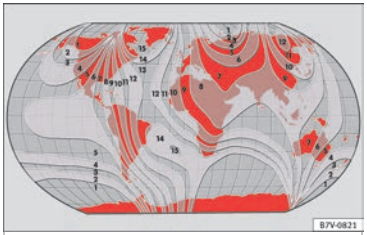

Fig. 35 Magnetic zones
- Select the magnetic zone corresponding to the position of the vehicle ››› Fig. 35.